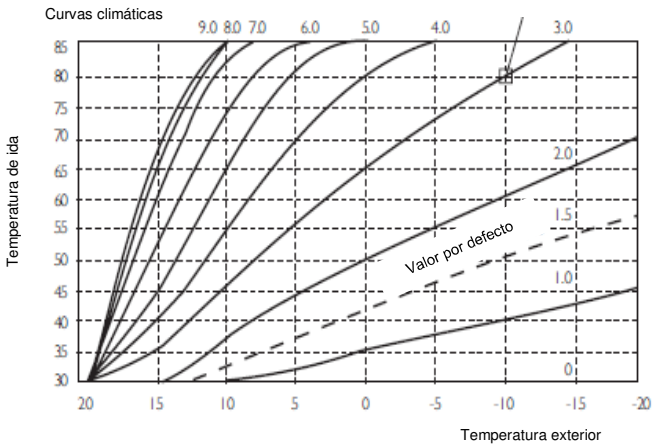

Fig. 24: Gráfico de la curva climática de la sonda exterior
2. Configurar la curva climática requerida del gráfico (Fig. 24), girando el selector rotatorio y pulsándolo para confirmar. Pulsar la tecla “MENÚ” para volver a la pantalla principal.